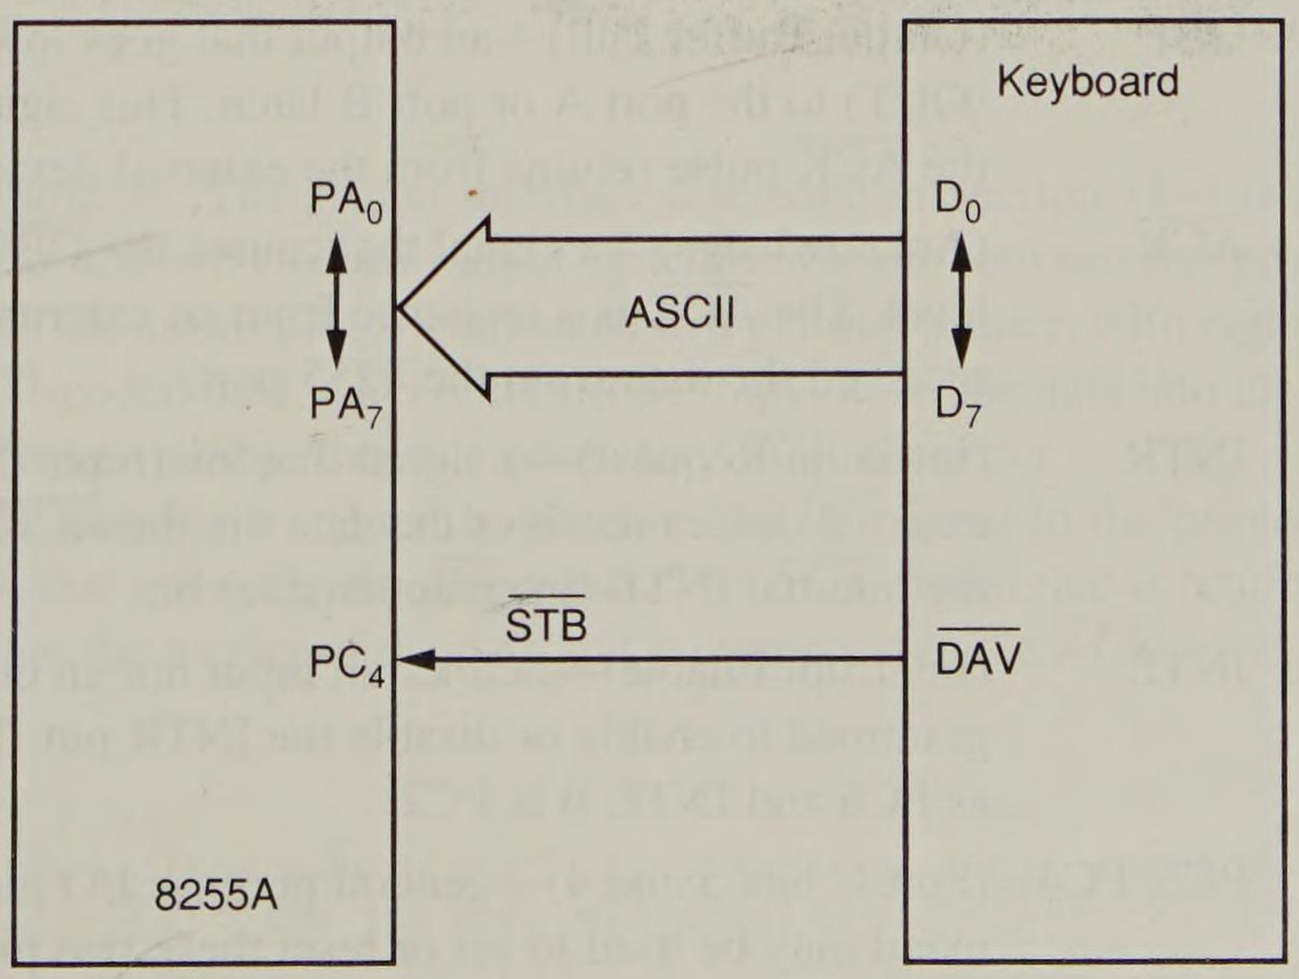

**FIGURE 11–20** Using the 8255A for strobed input operation of a keyboard.
*Strobe Input Example.* An excellent example of a strobed input device is a keyboard. The keyboard encoder debounces the keyswitches and provides a strobe signal whenever a key is depressed, and the data output contains the ASCII-coded keycode. Figure 11–20 illustrates a keyboard connected to strobed input port A. Here $\overline{DAV}$ (data available) is activated for 1 μs each time a key is typed on the keyboard. This causes data to be strobed into port A, because $\overline{DAV}$ is connected to the $\overline{STB}$ input of port A. So each time a key is typed, it is stored into port A of the 8255. The $\overline{STB}$ input also activates the IBF signal, indicating that data is in port A.